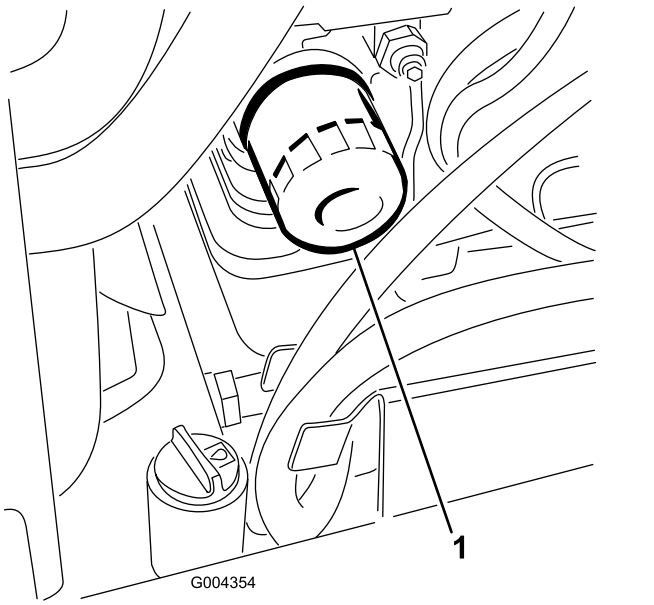

**Figure 34**
4. Remove the old filter (Figure 34) and wipe the surface of the filter adapter gasket.